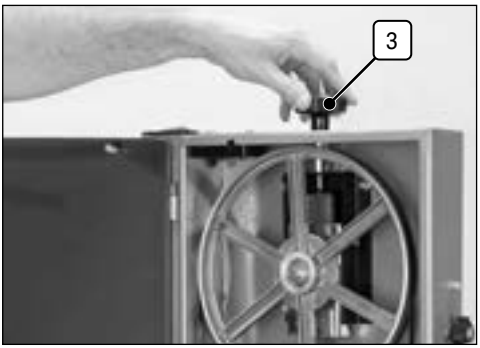

Fig. 9
7.5 Tensioning the Saw Blade Band (Fig.9)